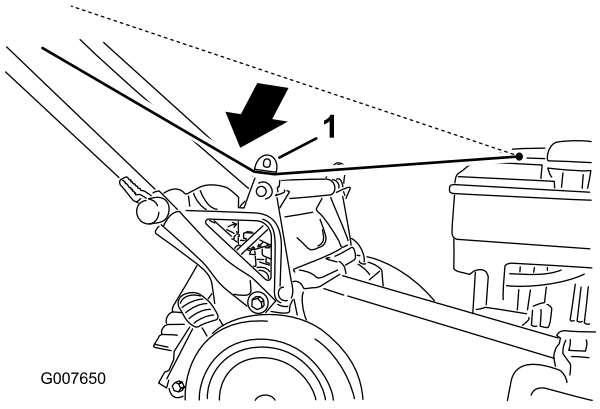

Figuur 22
1. Laat het startkoord rond de onderste koordgeleider lopen (Figuur 22).